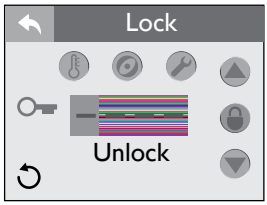

Figure 12.8c
D. **To Unlock (Figure 12.8c):**